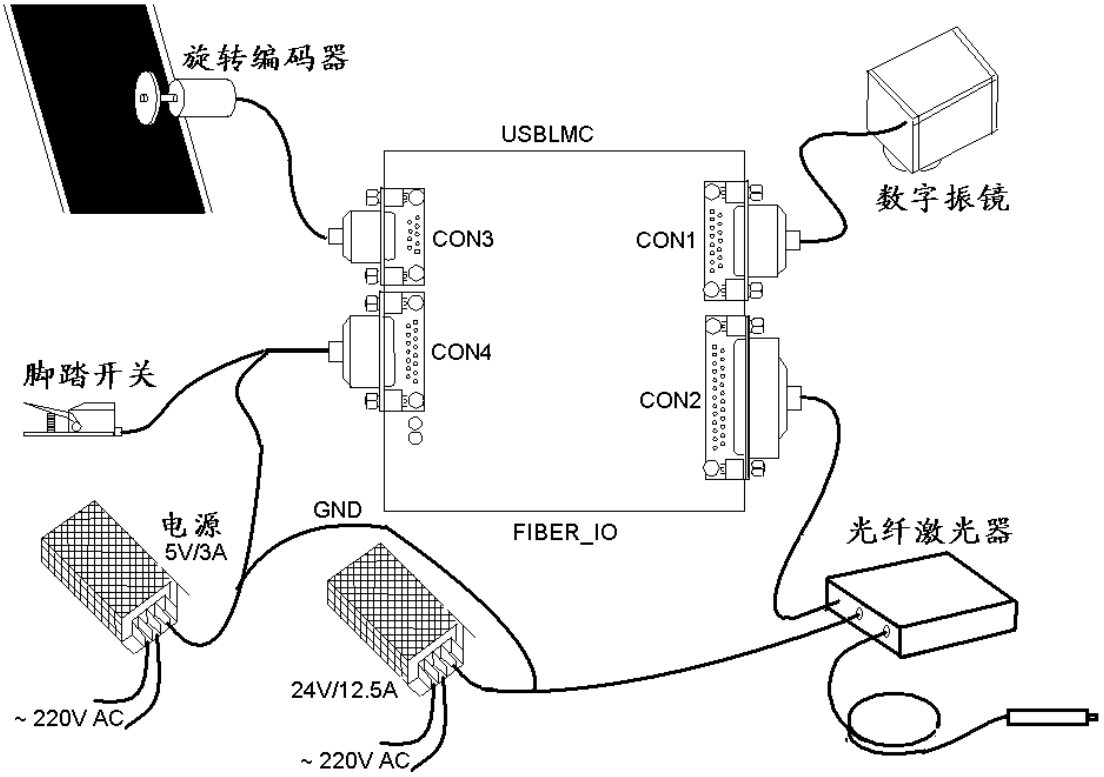

图 2-12　IPG YLP 专用控制卡的连接示意图
- 图 2-12 中，只有电源、激光器、振镜的连接是必须的。